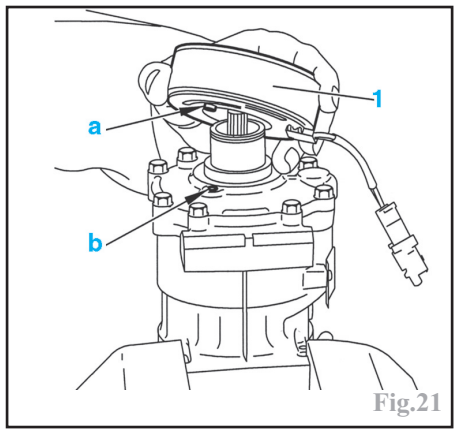

Fig.21
À la repose, lors de la mise en place de la bobine (1), contrôler l'alignement du téton 'a' par rapport au logement 'b' (Fig.21).